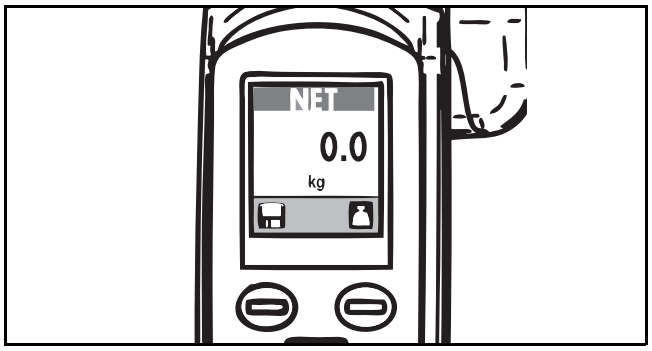

Fig. 63
3) Tryk på knappen "vægt" for at nulstille vægten. Displayet vil så vise en nulvægt (se Fig. 63).